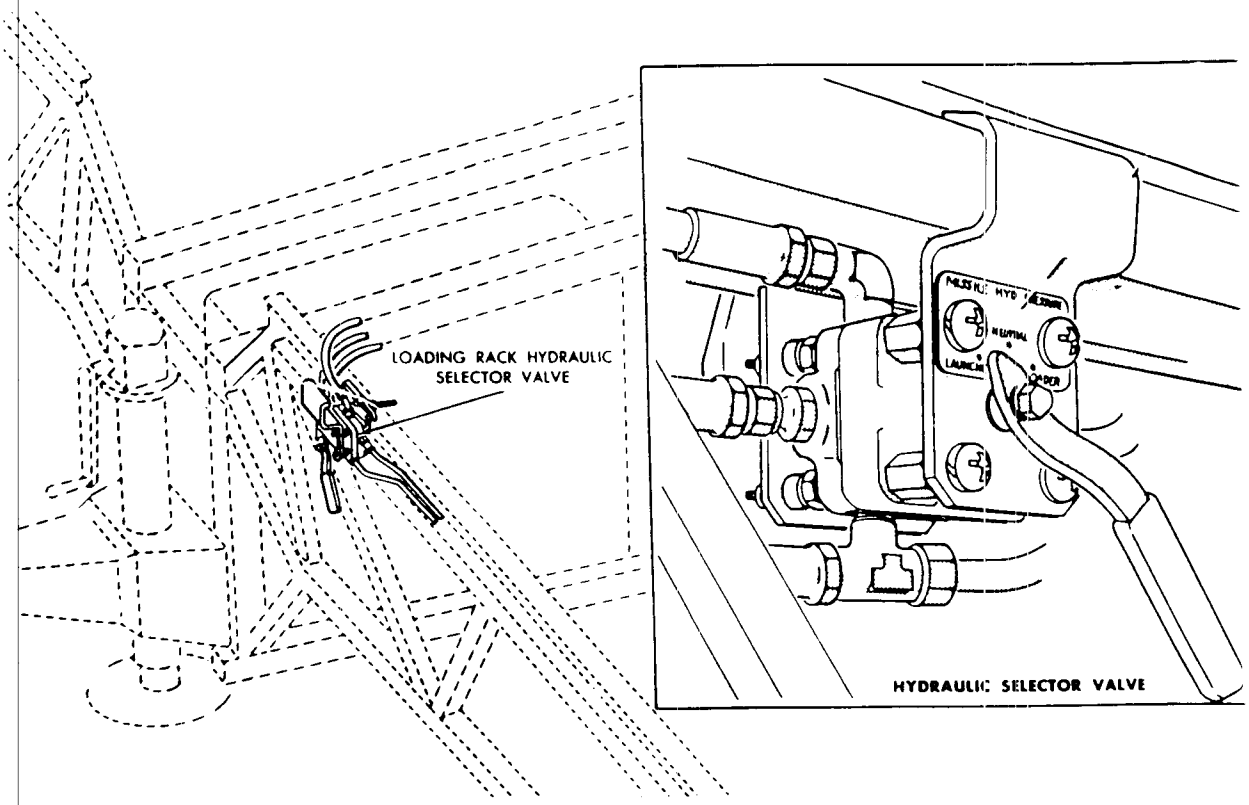

*Figure 233. Installation of hydraulic selector valve.*
**1** mounts the clamp assembly and the hydraulic selector valve, with the selector valve handle forward, on the forward side truss on the left side and approximately 18 inches from the launcher attach point (fig. 233).